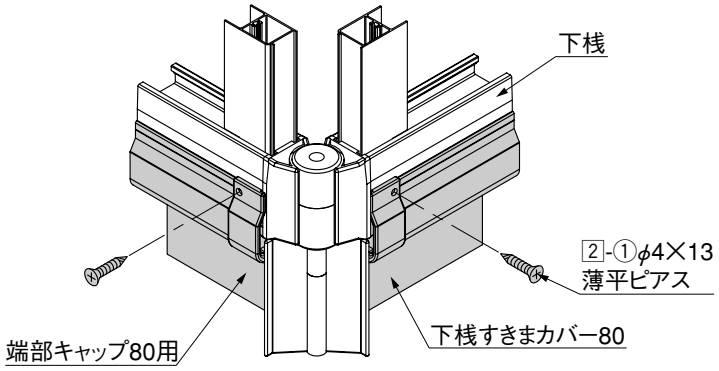

図2-3　組付け図
❹ 端部キャップ80用を下桟すきまカバー80に取付けて、2-①で下桟に取付けてください。（図2-3参照）